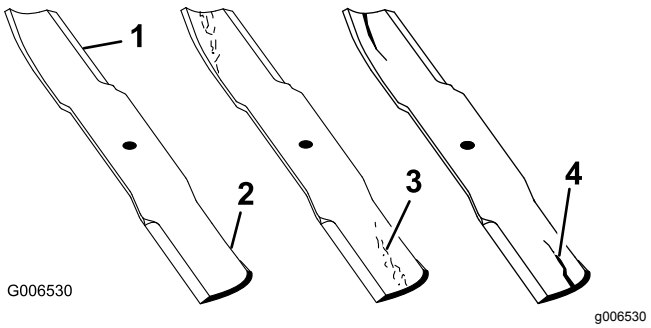

Figur 99
1. Efterse skærekanterne (Figur 99).
4. Hvis skæreknivene er beskadiget eller slidt, eller hvis der er antydning af en revne i dette område, skal der straks monteres nye skæreknive (Figur 99).